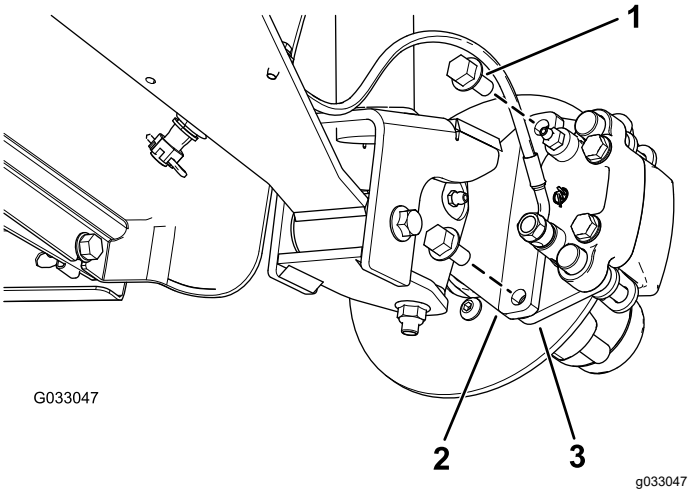
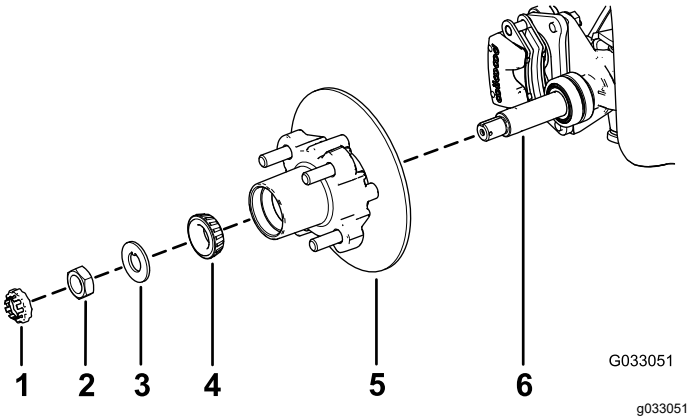

Figura 26
Figura 30
3. Retire os parafusos de cabeça flangeada (⅜ x ¾ pol.) que prendem o suporte para o conjunto dos travões ao eixo e afaste o travão do eixo (Figura 26).
1. Aplique uma leve camada do lubrificante especificado no eixo (Figura 30).
2. Monte o cubo e o rotor no eixo com o rotor interior (Figura 30).
3. Monte o rolamento exterior no eixo e coloque o rolamento na correia exterior (Figura 30).
4. Monte a anilha com patilha no eixo (Figura 30).
5. Enrosque a porca do eixo no eixo e aperte a porca com 15 N·m, enquanto roda o cubo para assentar o rolamento (Figura 30).
2. Alinhe as pastilhas dos travões com cada lado do rotor (Figura 26) e os orifícios no suporte da pinça com os orifícios na montagem dos travões da estrutura do eixo (Figura 30).
3. Prenda o suporte da pinça à estrutura do eixo (Figura 26) utilizando os dois parafusos de cabeça flangeada (⅜ x ¾ pol.)